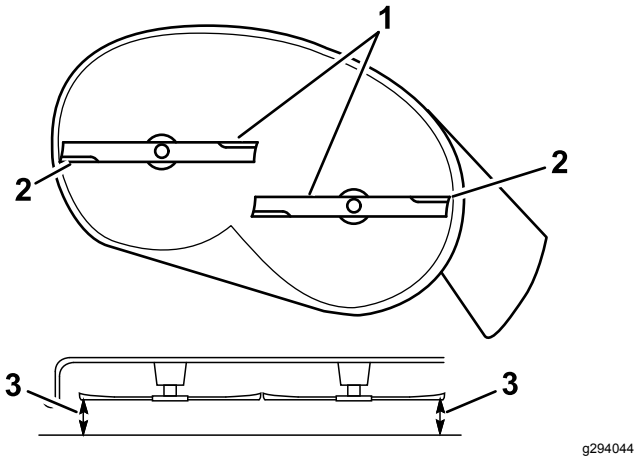

Figur 63
5. Mål avstanden mellom de ytterste knivkantene og det flate underlaget (Figur 63).
4. Etter justering, må du kontrollere hellingsvinkelen på langs. Fortsett å justere mutteren til den fremre knivtuppen er 1,6 til 7,9 mm lavere enn bakre knivtupp (Figur 63).